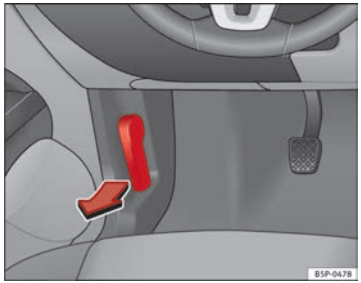

**Fig. 160 Detail of foot-well area on driver side: lever for unlocking the bonnet.**
– To release the bonnet, pull the lever under the dash panel ⇒ Fig. 160 in the direction indicated (arrow). The bonnet will be released by a spring action ⇒ ⚠.